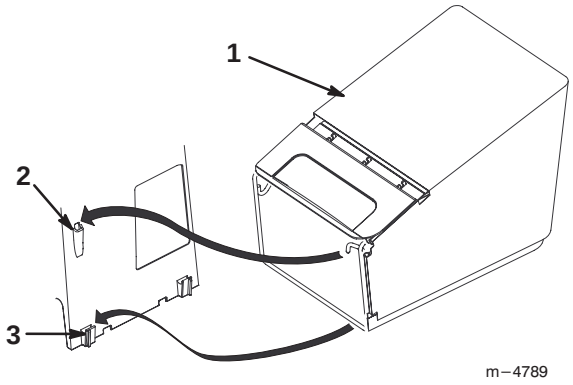

Figuur 18
5. Steek de haak aan het graszakframe in de sleuf in het maaidek en zet de zak op de zadels, zoals getoond in figuur 18.
4. Til het graszakframe van de zadels af en uit de opening, zoals getoond in figuur 18.